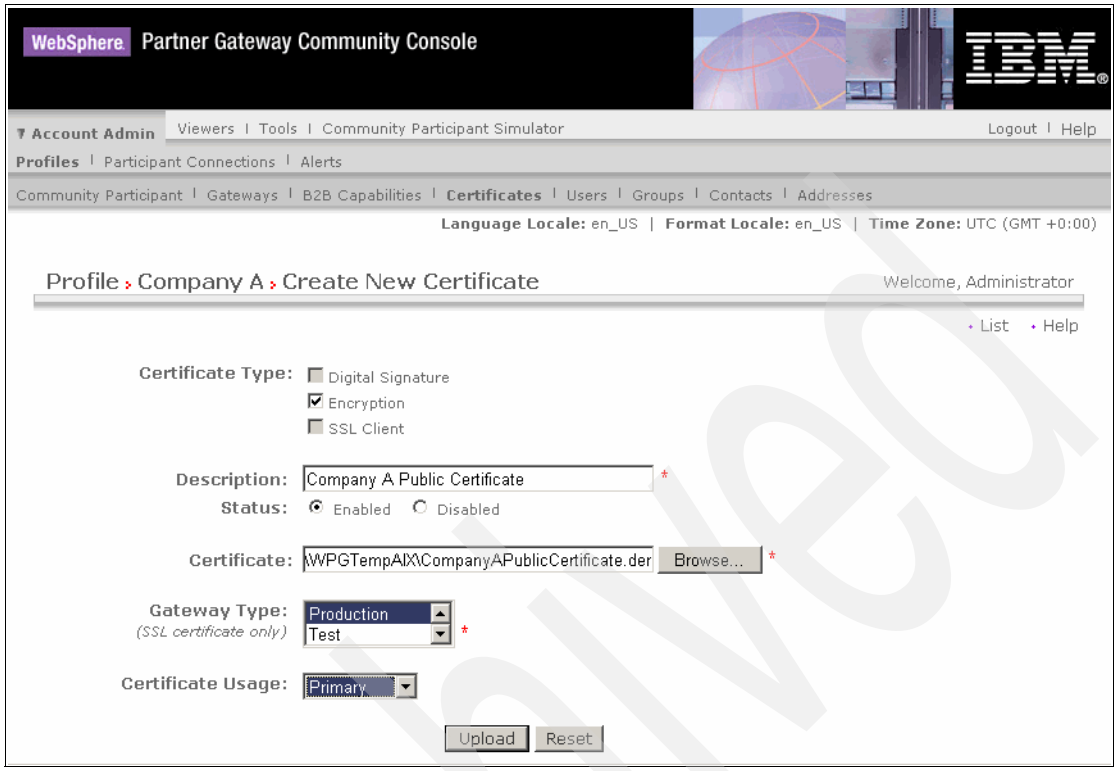

Figure 8-32 Uploading the certificate to the server of our partner
4. In the Create New Certificate window (Figure 8-32 on page 236), complete these tasks: